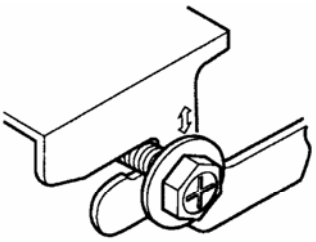

Abb. 4
4. Heben Sie das Gerät und schieben Sie es in den Ausschnitt (siehe Abb. 4).